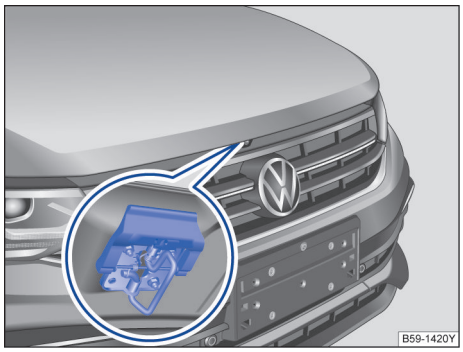

图 223 散热器格栅上方：用于打开发动机舱盖的解锁拨杆
– 按住散热器格栅上方的解锁拨杆→ 图 223（放大图），并抬起发动机舱盖→⚠。